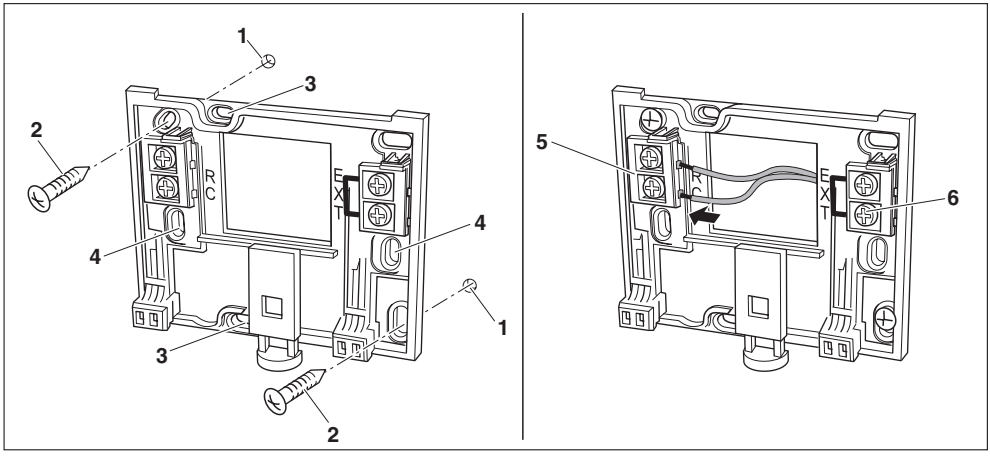

Bild 3 Montage des Wandhalters (links) und elektrischer Anschluss (rechts)
– Verwenden Sie die horizontalen oder vertikalen Befestigungslöcher (Bild 3, **4**).
- Wandhalter montieren (Bild 3, links).
- Zweiadriges Buskabel vom Energie-Management-System (EMS) an den Kabelklemmen „RC“ (Bild 3, **5**) anschließen.
- Wenn vorhanden: Externen Raumtemperaturfühler (Zubehör) an den Kabelklemmen „EXT“ (Bild 3, **6**) anschließen.